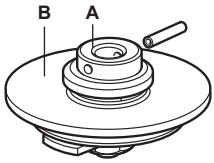

Fig. 4 Modèle DN125
- (Voir Figure 4) Le clapet de pré-levage (**A**) agit comme un clapet-pilote et s'ouvre en premier, permettant ainsi au fluide de passer de l'autre côté. La pression différentielle diminue ensuite à travers la vanne - permettant au clapet de la vanne principale (**B**) d'être facilement levée de son siège. Pour aider à la fermeture de la vanne, le fluide doit entrer par le côté soufflet, ce qui est l'inverse d'une installation normale.